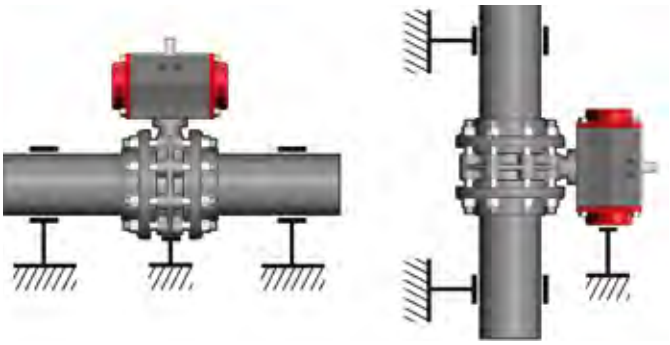

Рис. 1
- Автоматизированные клапаны должны быть закреплены надлежащим образом (см. рис.1).